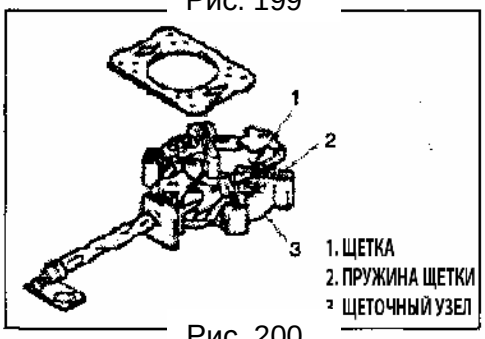

Рис. 200
4) Установите щетки и пружины щеток на щеточный узел (Рис. 200).